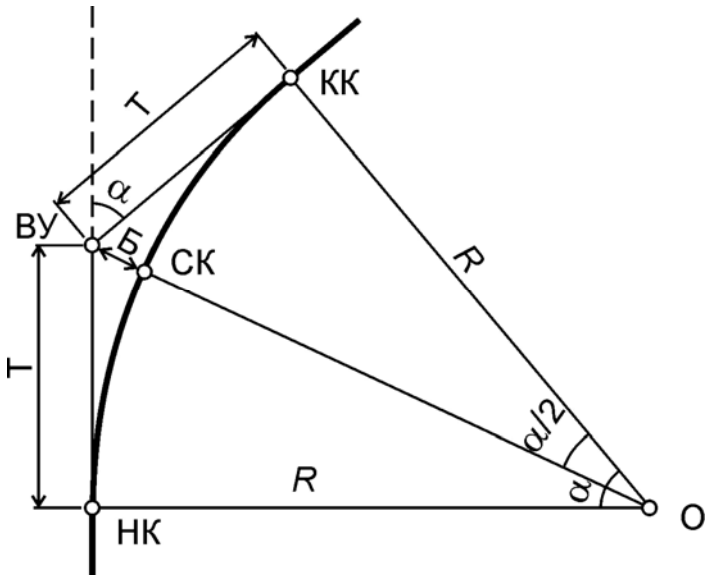

Рис. 8. Элементы круговой кривой
22. Вычисляют пикетажное значение главных точек кривой – начала ПК НК, конца ПК КК и середины ПК СК кривой (рис. 8) по формулам: